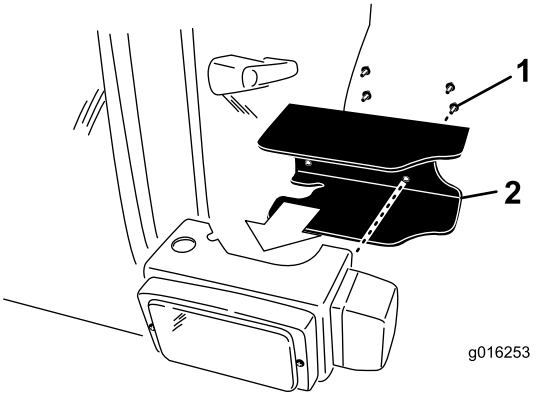

Figur 11
- Montera en strålkastarskärm på baksidan av båda strålkastarna med hjälp av två 1/4 x 5/8 tum skruvar (Figur 11).